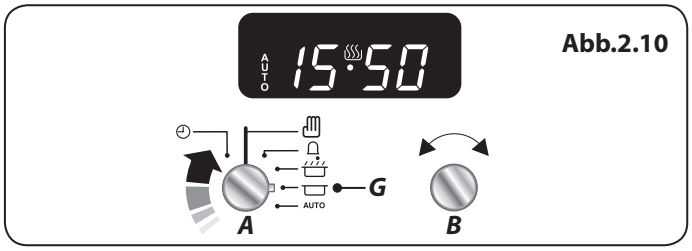

Abb.2.10
2. Stellen Sie den Timer-Knopf (A) auf die Ausschaltzeit (G) **(Abb.2.10)**. Das Display zeigt nun die aktuelle Uhrzeit sowie die „Garzeit“ an, die Sie soeben eingestellt haben.